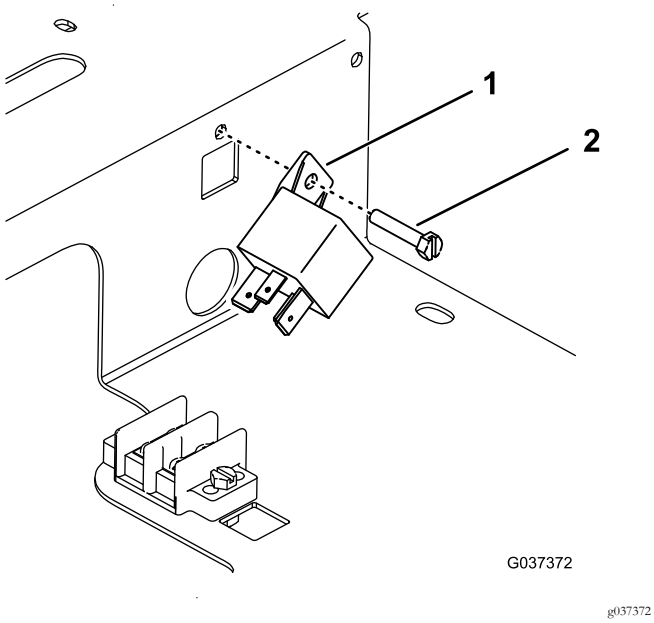

Figur 5
5. Monter strømreleet til den flate mutteren på siden av rommet med en skrue (Figur 5).